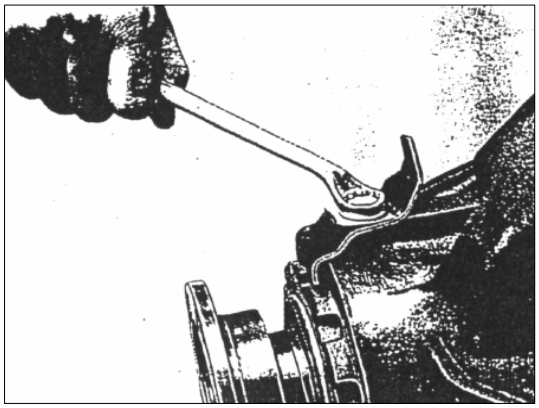

РИС. 317
8) Открутите болт крепления стопорной пластины кольцевой гайки с наружной резьбой, которая крепит ведущую шестерню главной передачи (хвостовик), и снимите стопорную пластину (см. рис.317).